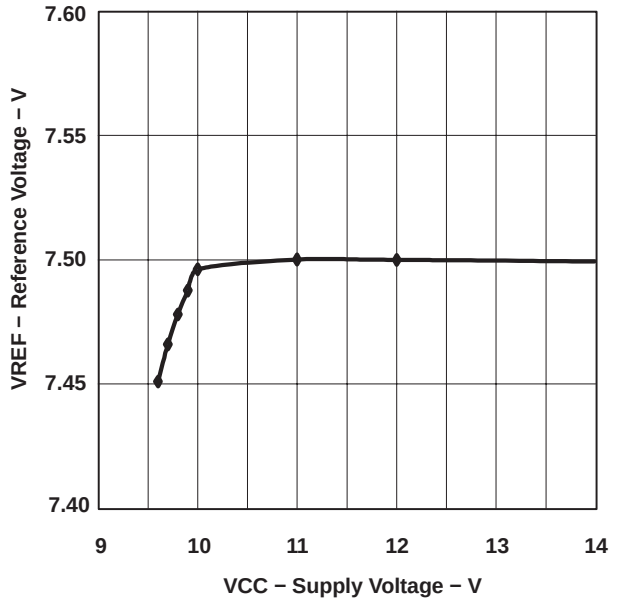

Figure 2
(2) Reference variation for V_{CC} < 10.8 V is shown in Figure 2.